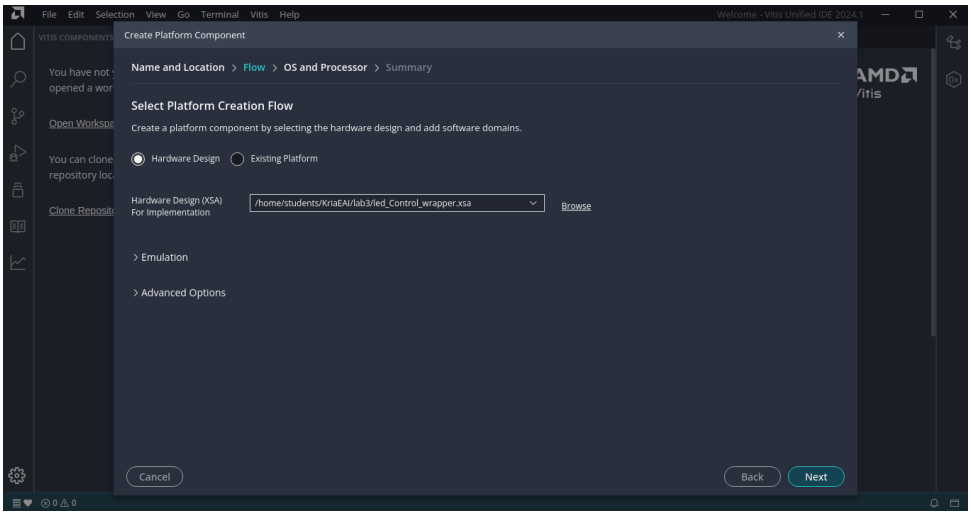

Figure 19: Browse Hardware Design
4. Click on **Browse** and select the previously exported hardware design(XSA). Then click on **Next**. Refer figure 19.